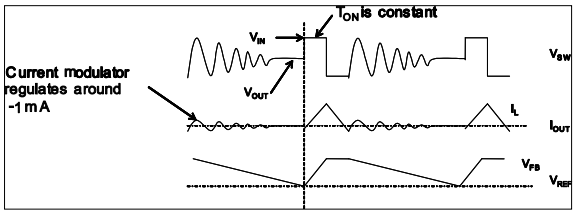

Figure 3—DCM Operation
DCM operation is shown in Figure 3. When V_{FB} is below V_{REF}, the HS-FET turns on for a fixed interval, which is determined by the one-shot on timer. See Equation (1). When the HS-FET is turned off, the LS-FET is turned on until the inductor current reaches zero. In DCM operation, the V_{FB} does not reach V_{REF} when the inductor current is approaching zero. The LS-FET driver turns into tri-state (high Z) when the inductor current reaches zero. A current modulator takes over the control of the LS-FET and limits the inductor current to less than -1 mA. Hence, the output capacitors discharge slowly to GND through the LS-FET. As a result, the efficiency during the light-load condition is improved greatly. The HS-FET is not turned on as frequently during a light-load condition as it is during a heavy-load condition (skip mode).